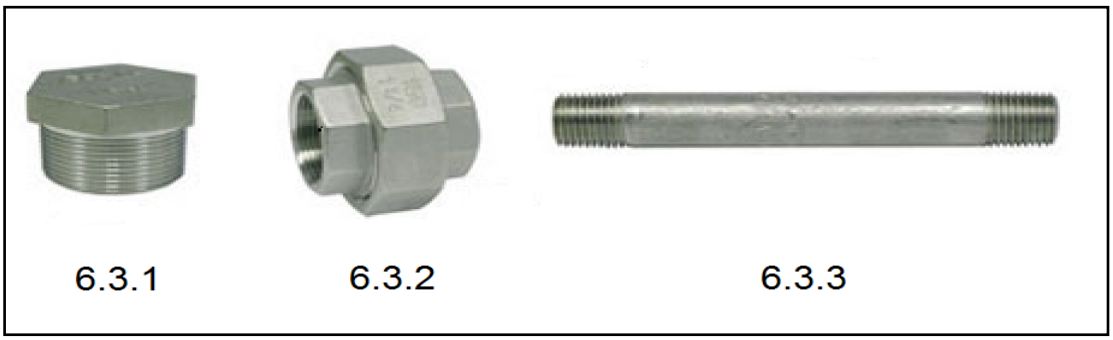

FIGURE 1
6.3 Name the THREE types of pipe fittings in FIGURE 1 below. Write only the answer next to the question number (6.3.1–6.3.3) in the ANSWER BOOK.